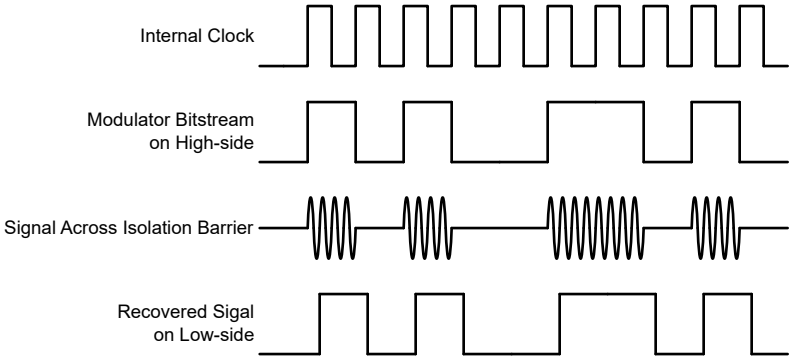

图 7-1. 基于 OOK 的调制方案
AMC0x30D-Q1 使用开关键控 (OOK) 调制方案（如图 7-1 所示），跨过基于 SiO_2 的隔离栅来传输调制器输出比特流。 *功能方框图* 中所示的发送驱动器 (TX) 跨过隔离栅发送一个内部生成的高频载波来表示数字一，而 TX 不发送信号则表示数字零。AMC0x30D-Q1 内使用的载波标称频率为 480MHz。